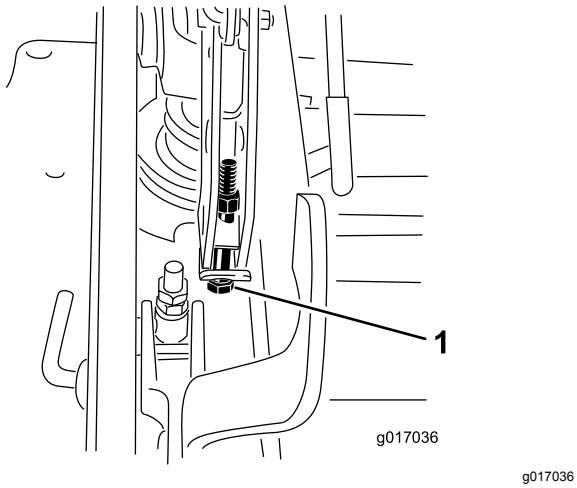

図 80
13. デッキが低すぎる場合には、シングルポイント調整ボルトを右に回して締める。デッキが高すぎる場合には、シングルポイント調整ボルトを左に回してゆるめる図 80。